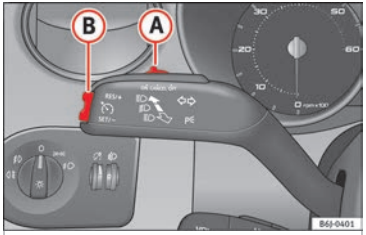

Fig. 149 Turn signal and main beam headlight lever: switch and rocker switch for the cruise control.
- when the lever (A) is moved in the direction of **OFF** without fully being engaged.
To resume cruise control, release the brake or clutch pedal or reduce the vehicle speed to less than 180 km/h (112 mph) and press once on the upper part of the rocker switch **RES** ››› Fig. 149 (B).
The system **is completely turned off** by moving the control (A) ››› Fig. 149 all the way to the right hand side (OFF engaged), or when the vehicle is stationary, switching off the ignition.